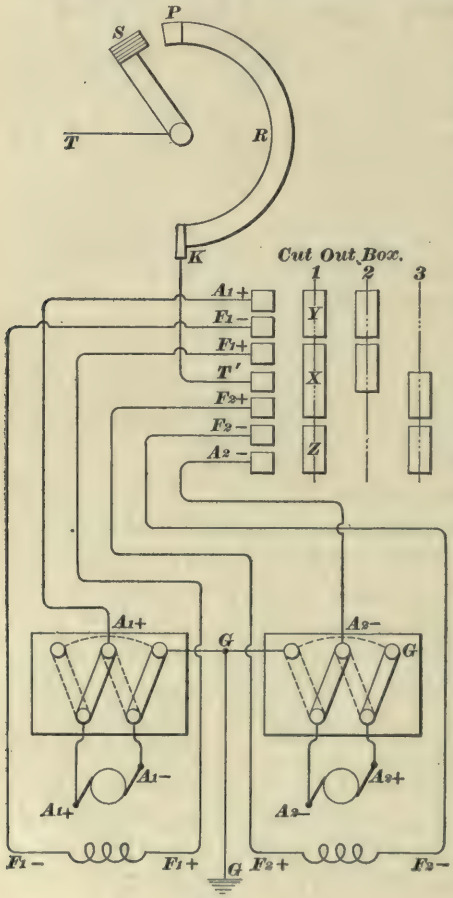
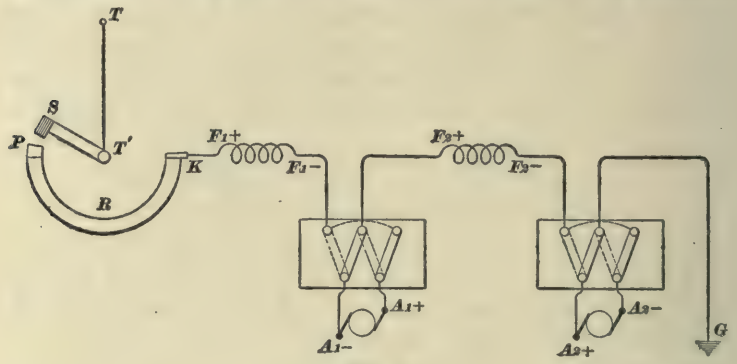

FIG. 40.
FIG. 41.
**49. The Cut-Out Switch.**—In the days when electric cars were equipped with the straight-multiple system of control, it was the practice to cut out a faulty motor by disconnecting its leads. This practice was done away with by the introduction of the old-style cut-out box that usually found a place under the car seat. Fig. 40 will give a very fair idea of how a cut-out box works. There are three positions for the drum, as indicated by the dotted lines *1*, *2*, *3*; on the first position, both motors are in, and the current, when it gets to finger stand $T'$ on the cut-out box, splits into two parts; one part goes through the No. 1 motor by way of path $T'$–$X$–$F_1$+–$F_1$+–$F_1$–– $F_1$– –$Y$–$A_1$+ –$A_1$+ – $A_1$––$G$; the other part goes through No. 2 motor by way of path $T'$–$X$–$F_2$+–$F_2$+–$F_2$–– $F_2$– –$Z$–$A_2$– –$A_2$– – $A_2$+ –$G$. When the cut-out is turned to the second notch, there being no contact plates on the lower part of the cut-out drum, the current cannot get to the No. 2 motor, so this
**51. Path of the Current.**—Fig. 41 is a plan of the wiring for one rheostat, two reverse switches, and two motors. It is almost needless to say that either the series or the multiple systems require at least two motors, for a single motor cannot be either in series or in multiple with itself. In Fig. 41, all letters and figures have the usual meaning, and the path of the current is $T$–$T'$–$S$–$P$–$R$–$K$–$F_1$+–$F_1$––$A_1$+–$A_1$––$F_2$+–$F_2$––$A_2$––$A_2$+–$G$. It must be noted that the two reverse switches bear a different relation to each other from what they did when the motors were in multiple, as
shown in Fig. 40. In that figure, the No. 1 posts on both reverse switches were all connected together and to the ground, but in Fig. 41, only one reverse switch is grounded;
A feature that a cut-out of this description possesses that is not to be found in the cut-out (Fig. 40) used in cutting out one of two motors that are in multiple is, that when the two motors are in multiple, the cut-out has only to open completely the circuit on the bad motor; but, if the two motors